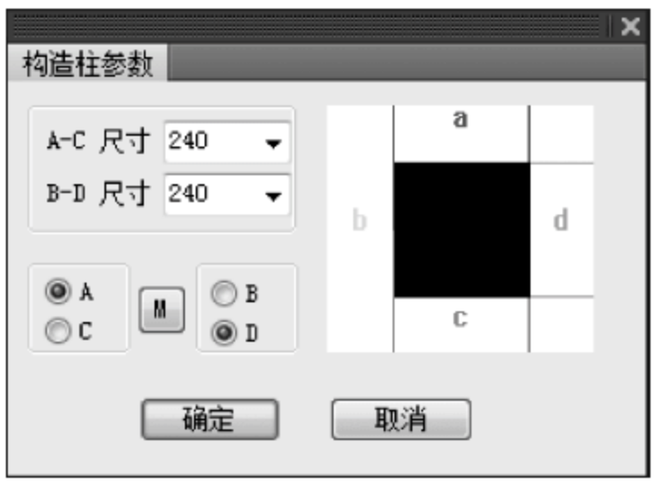

图 5-15 构造柱参数
(2) 出现“构造柱参数”对话框，将“A-C 尺寸”设置为“240”，“B-D 尺寸”设置为“240”，设置为对中模式，如图 5-15 所示。